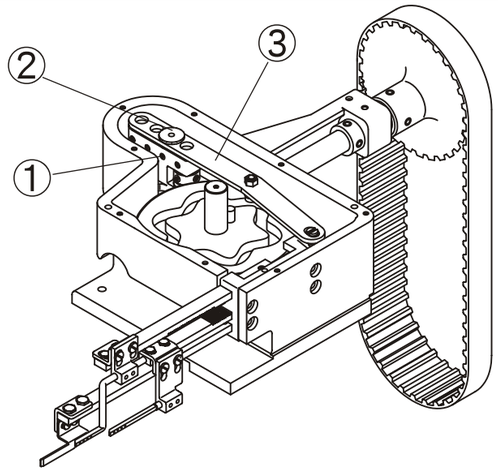

Fig. 28
1. Abrir la tapa superior, y afloje el tornillo 1 con un llave inglesa hexagonal. (Fig. 28)